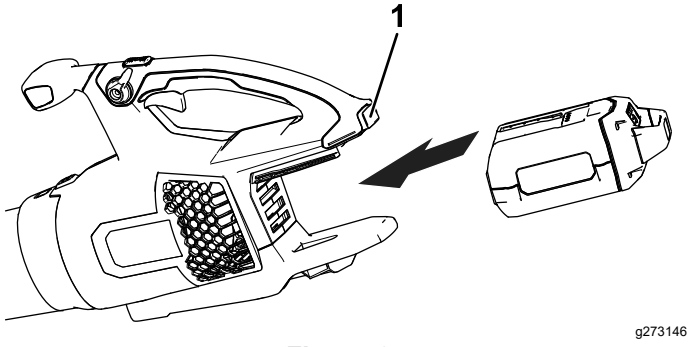

**Figura 6**
2. Alinee el hueco de la batería con la lengüeta del alojamiento de la empuñadura (Figura 6).